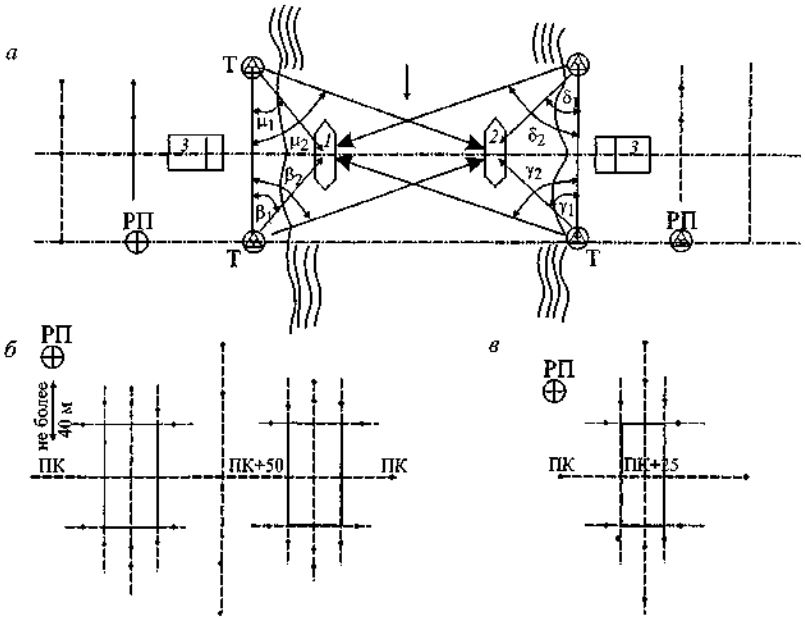

Рис. 12. Схемы разбивки и закрепления искусственных сооружений:
5.Начертить на миллиметровой бумаге в масштабе 1:5000 схемы раз бивки и закрепления на местности малых искусственных сооружений (рис. 12).